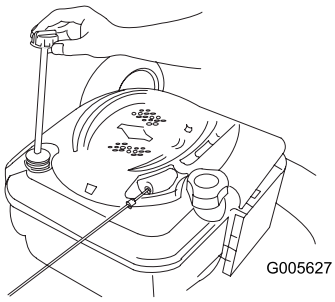

Figur 33
4. Hell olje **sakte** inn i oljepåfyllingsrøret til oljenivået når Full-merket på peilestaven (Figur 33). **Ikke fyll på for mye.** (Maks. påfyll: 0,59 l, type: rensende SAE 30W-olje med API-serviceklassifisering SF, SG, SH, SJ, SL eller høyere.)